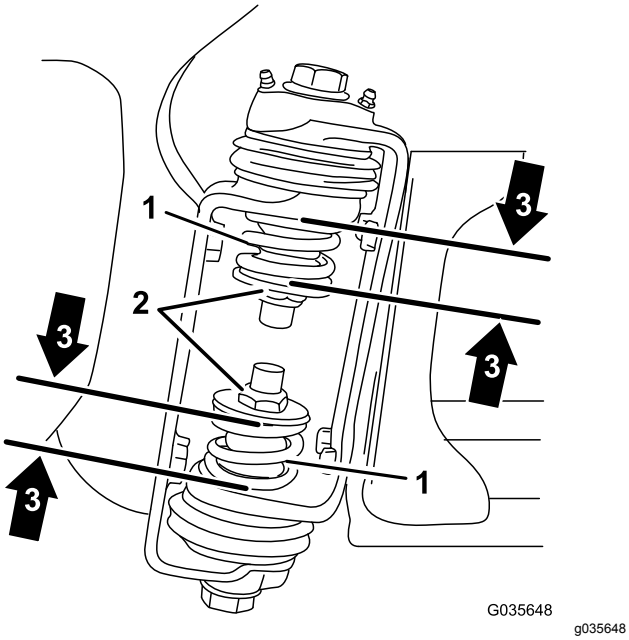

Figur 4
3. Mät trycket hos de övre och nedre fjädrarna på sprutrampsgångjärnen med sprutramperna i utfällt läge (Figur 4).